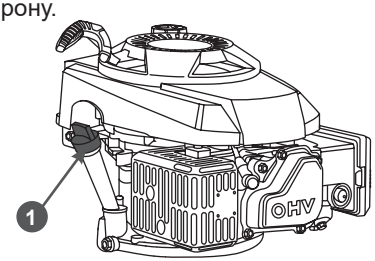

Рис. 17 Крышка-щуп маслозаливной горловины
5. Осторожно открутите крышку-щуп 1 (Рис. 17) маслозаливной горловины, протрите его насухо и отложите в сторону.